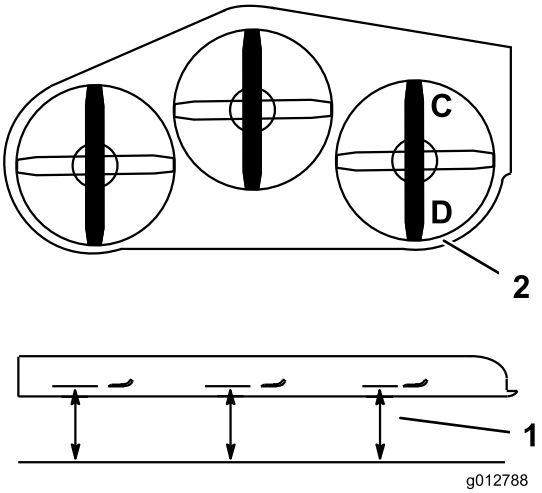

Figura 87
1. Disponete la lama destra in posizione longitudinale rispetto alla macchina (Figura 87).
2. Misurate la lama destra al punto **C** da una superficie piana fino al tagliente della punta della lama e annotate la misura rilevata (Figura 87).
3. Misurate la lama destra al punto **D** da una superficie piana fino al tagliente della punta della lama e annotate la misura rilevata (Figura 87).
4. La lama del tosaerba deve essere da 6 a 10 mm più bassa al punto **C** rispetto al punto **D** (Figura 87). In caso contrario eseguite la seguente operazione.